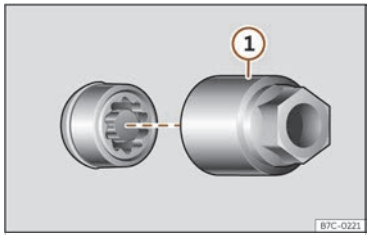

Abb. 215 Diebstahlhemmende Radschraube mit Abdeckkappe und Adapter.
• Setzen Sie den Spezialadapter ››› **(Abb. 215)** 1 (Bordwerkzeug ››› S. 308) bis zum Anschlag in die diebstahlhemmende Radschraube ein.